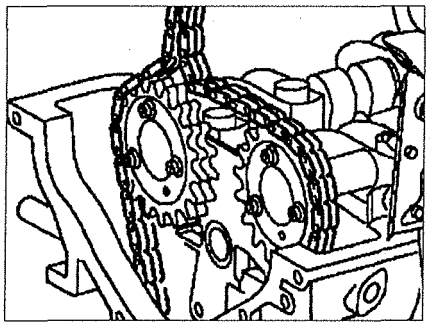

Рис. 2.18. После установки новой цепи отсоедините старую.
8. После установки новой цепи отсоедините старую цепь (см.рис. 2.18).